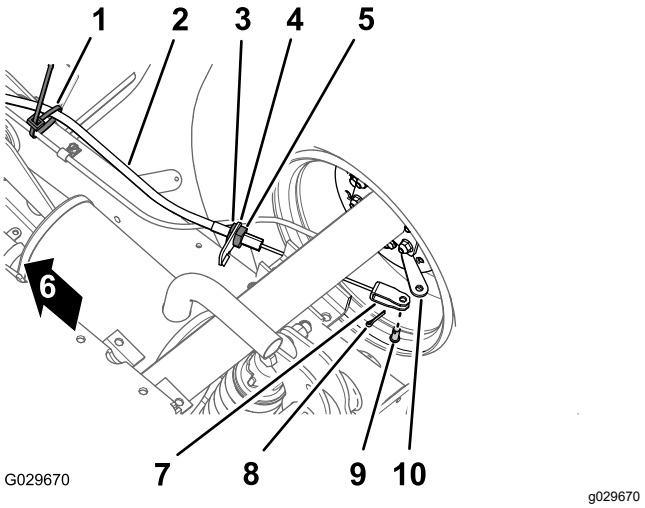

Figuur 43
1. Verwijder aan de onderkant van de machine de kabelklemband waarmee de kabel van de parkeerrem is bevestigd aan de leiding van de bedrijfsrem (Figuur 43).
2. Markeer de draairichting op de voorste contramoer voor de kabel van de parkeerrem (Figuur 43).
3. Zet de achterste contramoer los en verwijder de kabel van de beugel van de remkabel (Figuur 43).
4. Verwijder de borgpen en de gaffelpen waarmee de gaffel voor de kabel van de parkeerrem is bevestigd aan de remhendel en verwijder de kabel van de hendel (Figuur 43).
1. Leid de schroefregelaar van de kabel van de parkeerrem naar de beugel van de remkabel en de gaffel naar de remhendel (Figuur 43).
3. Lijn de schroefregelaar van de kabel van de parkeerrem uit met de beugel van de remkabel en zet de achterste contramoer vast (Figuur 43).